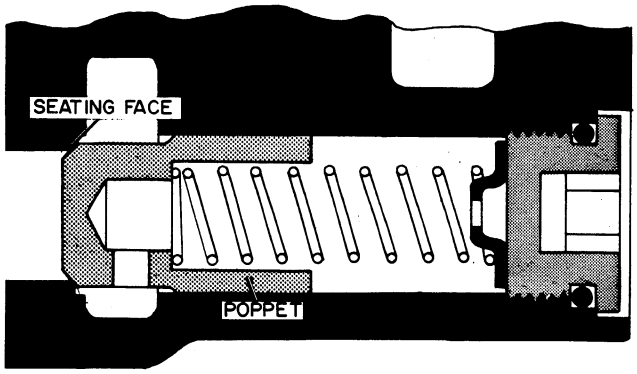

Figure D-78
1. When installing the drop check valves be sure they are returned to their respective body bores. Install the valve poppet, poppet spring and cap as shown in Figure D-78. Tighten the cap until it bottoms in the valve body.